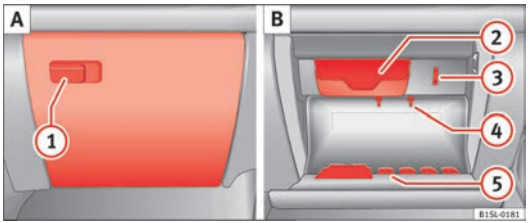

Fig. 75 Vide-poches à couvercle côté passager.
Tirez sur la poignée pour *ouvrir* ⇒ fig. 75 (1).